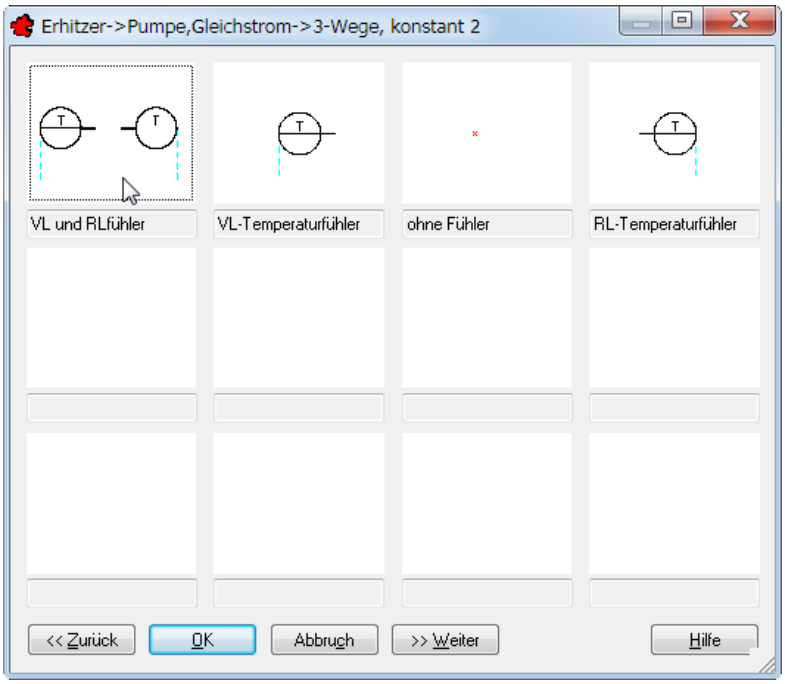

Bild 28.15 – Anschluss von Fühlern ans Dreiwegeventil
- Im folgenden Dialogfeld ordnen Sie dem Ventil wiederum einen *VL und RLfühler* (Vorlauf- und Rücklauffühler) zu (Abb. 28.15).